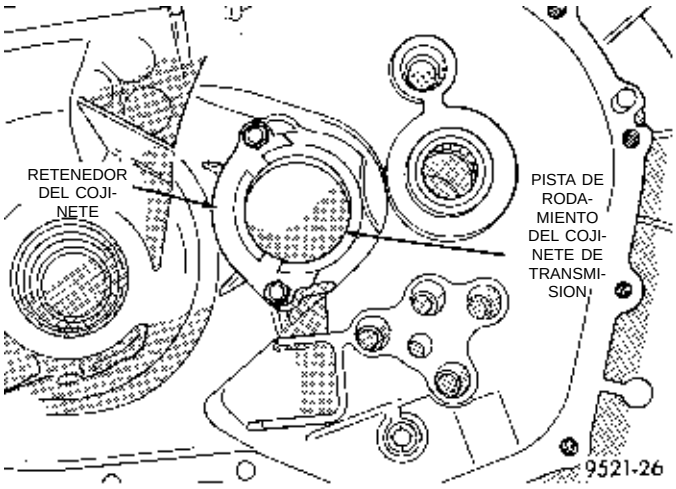

Fig. 124 Fleje del cojinete de transmisión
(2) Retire los tornillos de la brida de retención del cojinete transmisor (Fig. 124).